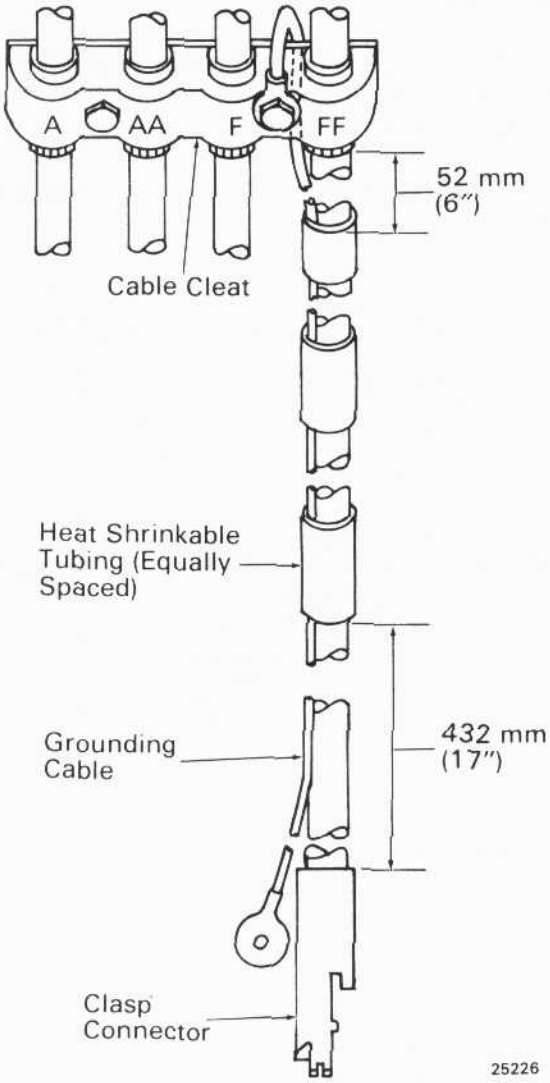

Fig.37 - External Lead Grounding Cable Application
a. Attach grounding cable as shown in Fig. 37.
c. Position three sections of heat shrinkable tubing as shown in Fig. 37.